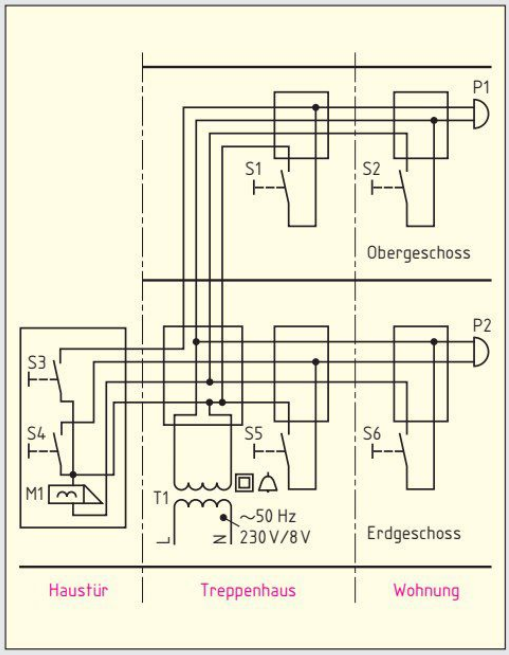

Bild 3: Hausruf- und Türöffneranlage eines Zweifamilienhauses
5. In einem Zweifamilienhaus ist eine Hausruf- und Türöffneranlage installiert, von der ein Stromlaufplan in zusammenhängender Darstellung vorliegt **(Bild 3)**. Beschreiben Sie die Steuerfunktionen der Taster S1 bis S6.